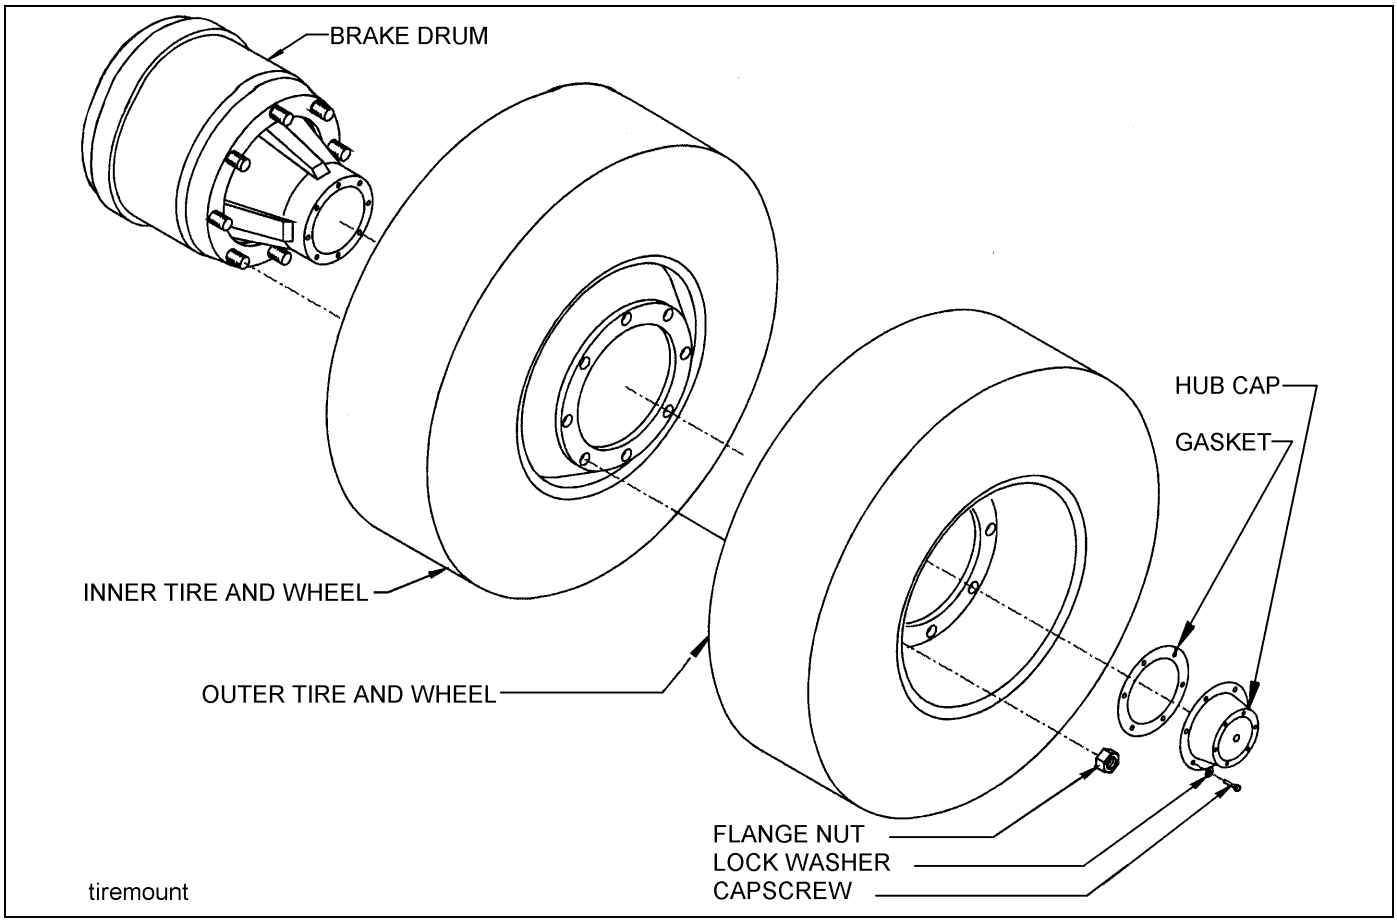

Figure 4-19: Mounting Tires and Wheels
1. Make sure that all mounting surfaces are clean and free of rust, dirt or paint. A wire brush may be used to clean these surfaces **(See Figure 4-19.)**